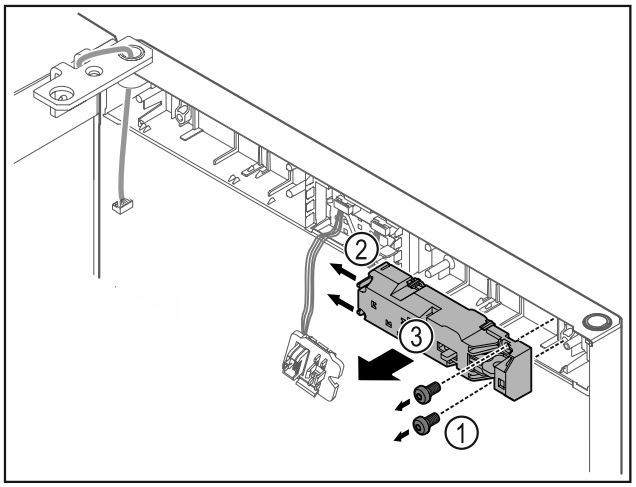

Fig. 10
▶ Îndepărtați *Fig. 10 (1)* șuruburile.
▶ Apăsați ciocurile de fixare *Fig. 10 (2)* în lateral și detașați încuietoarea de la distanță *Fig. 10 (3)*.